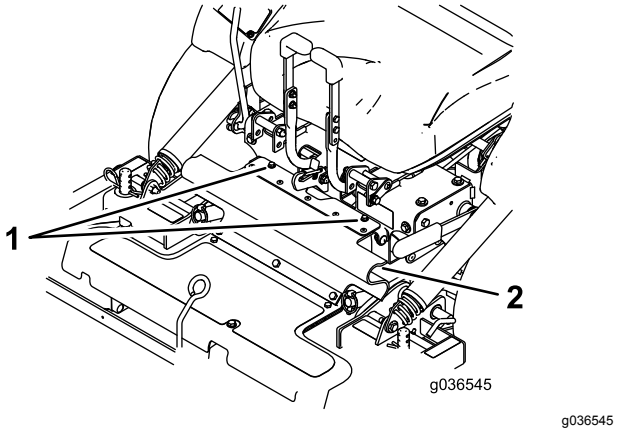

**Figuur 80**
8. Maak de bouten los die aan de rubberen kap zijn bevestigd (Figuur 80).
8. Lijn het bovenste gedeelte van de rubberen kap uit en zet deze met de bevestigde bouten vast (Figuur 80).